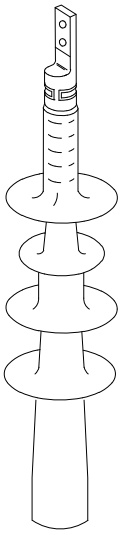

FIGURE 7
(D) NON-PORCELAIN TERMINALS ARE REQUIRED IN ALL DISTRICTS. FOR SUBSTATION APPLICATION, SEE FIGURE 7.